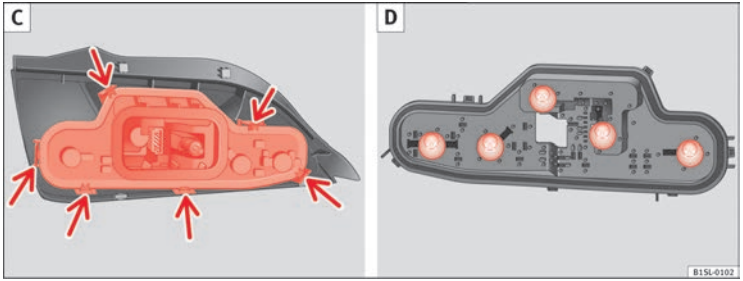

Fig. 157 Tail light unit: C: Remove the bulb holder, D: Remove the bulbs
9. Unlock the bulb holder locking tab (arrow) ⇒ Fig. 157 **C** and remove the bulb holder from the tail light.
10. Replace the faulty bulb by a new identical bulb ⇒ Fig. 157 **D**.
11. Place the lamp holder in the tail light unit. The attachment tabs (arrow) should audibly click into place ⇒ Fig. 157 **C**.